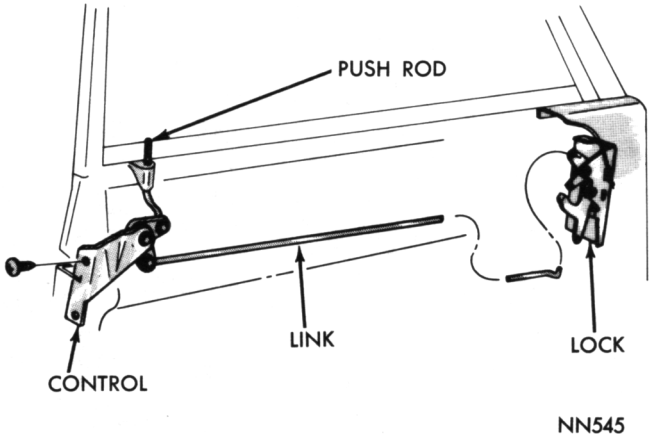

Fig. 21—Rear Door Locking Control
(3) Disconnect lock control rod from lock assembly (Fig. 21).
(4) Remove screws attaching lock assembly to door.
(5) Rotate lock assembly and disconnect remote control link when removing lock.
(6) Lubricate all moving points of lock assembly.